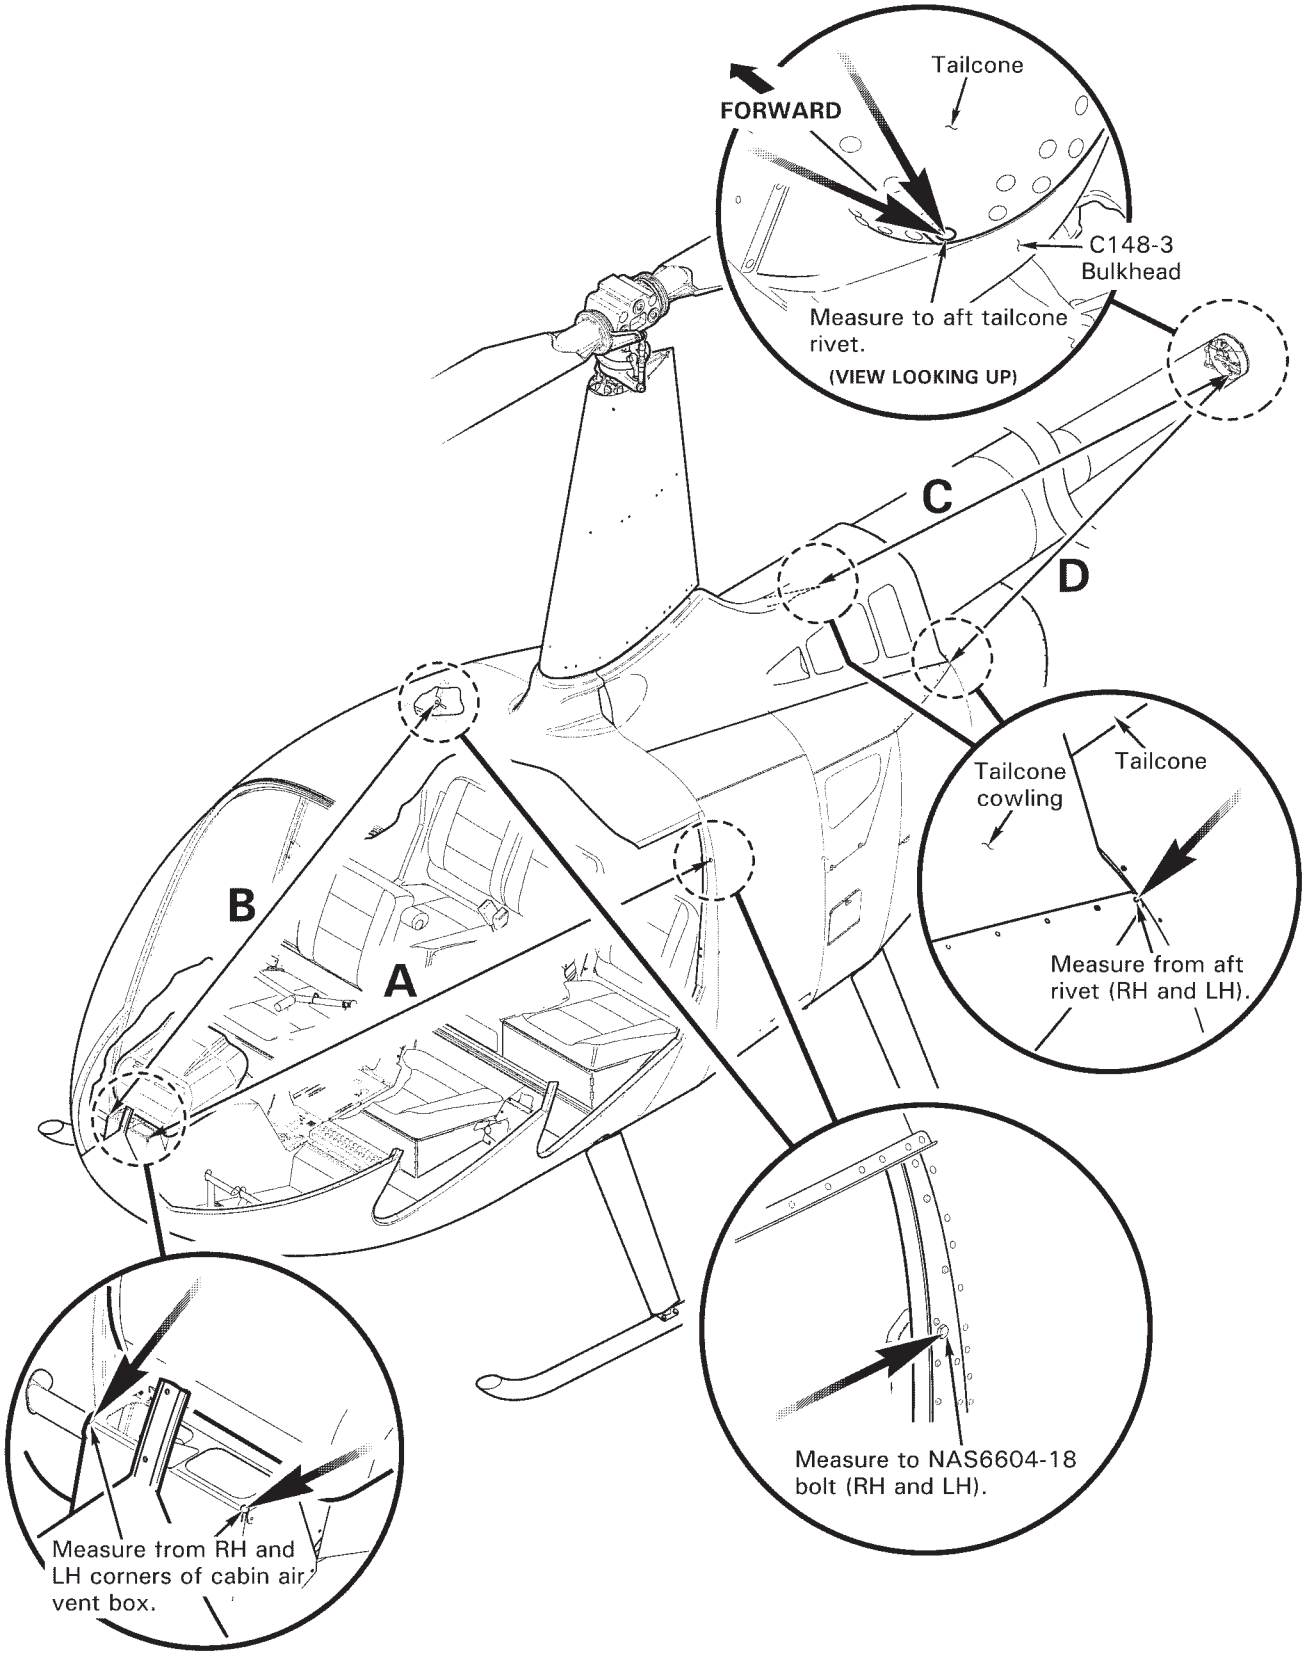

FIGURE 5-5 SYMMETRY CHECK
i. Check for symmetry if there is evidence of buckling of the cabin assembly per Figure 5-5. Position helicopter on a hard, level surface with the weight of the helicopter settled on the skids. Measure and record distances of lines A, B, C, and D. Verify the difference between lines A & B is not more than 0.30 inch and the difference between lines C & D is not more than than 0.40 inch. If the difference between lines A & B or C & D is greater than the limits given, the cabin assembly must be returned to RHC for repair.